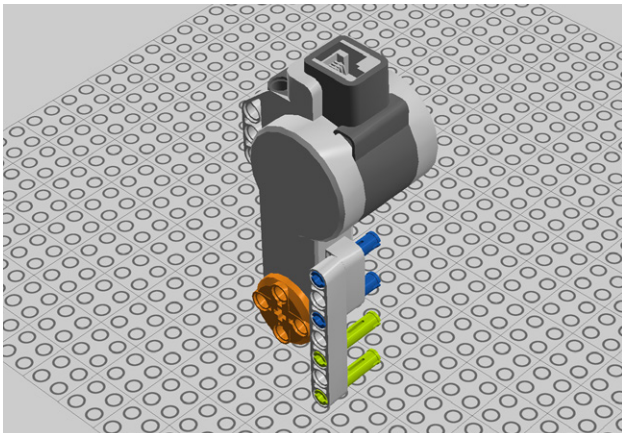

Figure 9-91. *Step 86: Inserting the pegs*
86. Add two more 3M pegs as seen in Figure 9-91.